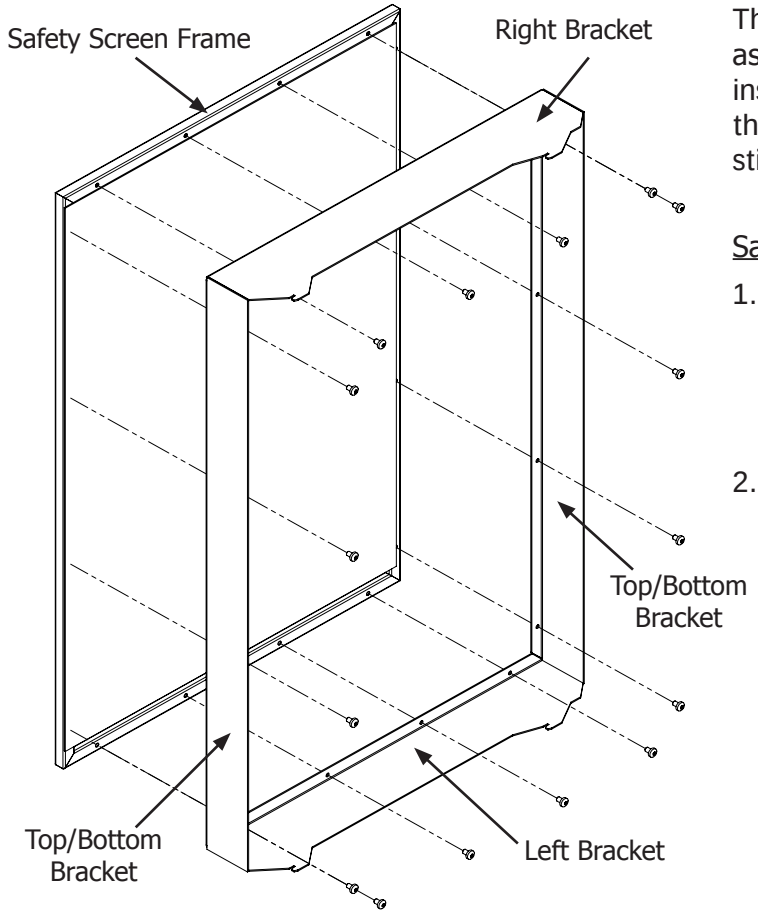

Figure 44: Installing Safety Screen Mounts.
1. Attach the left, right, top/bottom brackets onto the safety screen using a T20 screwdriver and the supplied sixteen (16) #8 T20 screws (see Figure 44). Do not over-tighten the screws, doing so could cause them to strip out of the screen frame.